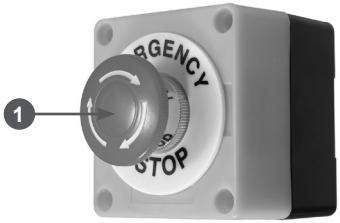

Рис. 22 Выключатель зажигания аварийный
6. Убедитесь, что аварийный выключатель зажигания на загрузочной воронке находится в положении «Включено» (кнопка 1 аварийного выключателя не нажата) (Рис. 22). Если кнопка выключателя нажата (положение «Выключено» – включен аварийный останов двигателя) – двигатель не запустится. Чтобы перевести аварийный выключатель в положение «Включено» поверните кнопку 1 выключателя по часовой стрелке, как показано стрелками на кнопке – кнопка под действием внутренней пружины должна выдвинуться (Рис. 22).
После первого запуска двигателя и перед началом измельчения проверьте работу аварийного выключателя зажигания (Рис. 22), расположенного на загрузочной воронке. В случае, если аварийный выключатель не работает, проверьте правильность соединения разъёма проводов от выключателя к двигателю. Если это не помогло обратитесь в авторизованный сервисный центр CHAMPION. Запрещается эксплуатация измельчителя при неисправности аварийного выключателя зажигания.